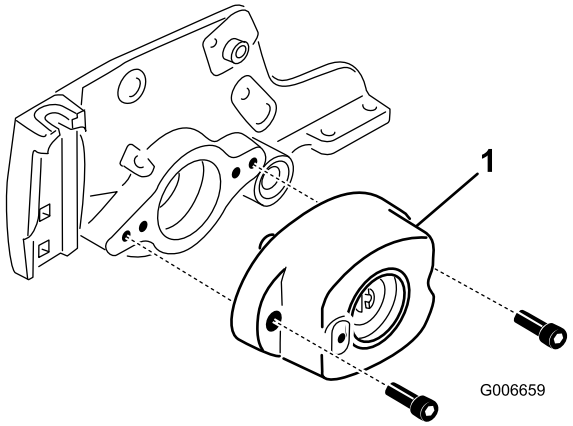

Figuur 18
10. Verwijder de twee schroeven waarmee de lagerbehuizing aan de zijplaat van het maaidek is bevestigd (Figuur 18).
11. Verwijder de lagerbehuizing van de zijplaat (Figuur 18).